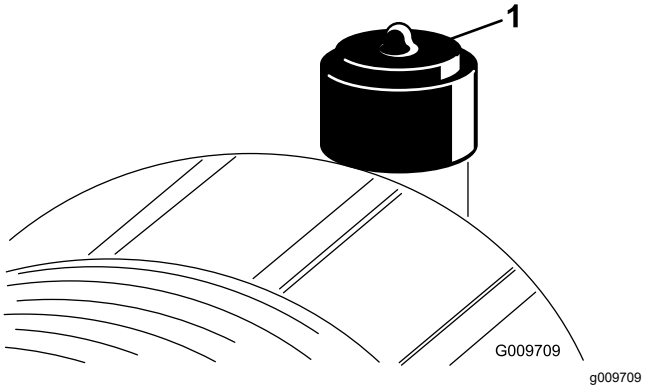

**Figur 84**
Overhal filteret på luftrenseren kun når indikatoren (Figur 84) tilsier det. Hvis du skifter filteret før det er nødvendig, øker det bare risikoen for at det kommer inn smuss i motoren når filteret er fjernet.
9. Tilbakestill indikatoren (Figur 84) hvis den viser rødt.